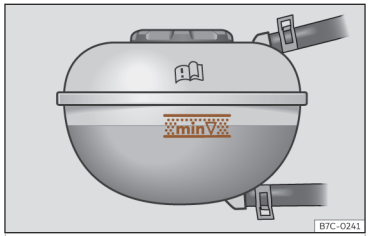

Abb. 222 Im Frontraum: Markierung am Kühlmittelausgleichsbehälter.
- Überprüfen Sie bei kaltem Motor den Kühlmittelstand an den seitlichen Markierungen des Ausgleichsbehälters >>> **(Abb. 222)**. Der Kühlmittelstand muss zwischen den Markierungen liegen.
- Der Kühlmittelstand muss sich zwischen den Markierungen des Ausgleichsbehälters befinden >>> **(Abb. 222)**. **Nicht über die Oberkante des markierten Bereichs auffüllen** >>> ⚠.
- Das Kühlmittel darf beim Auffüllen die Oberkante des markierten Bereichs nicht überschreiten ››› (Abb. 222). Andernfalls kann überschüssige Flüssigkeit bei steigender Temperatur aus dem Motorkühlsystem ausgestoßen werden und Schäden verursachen.